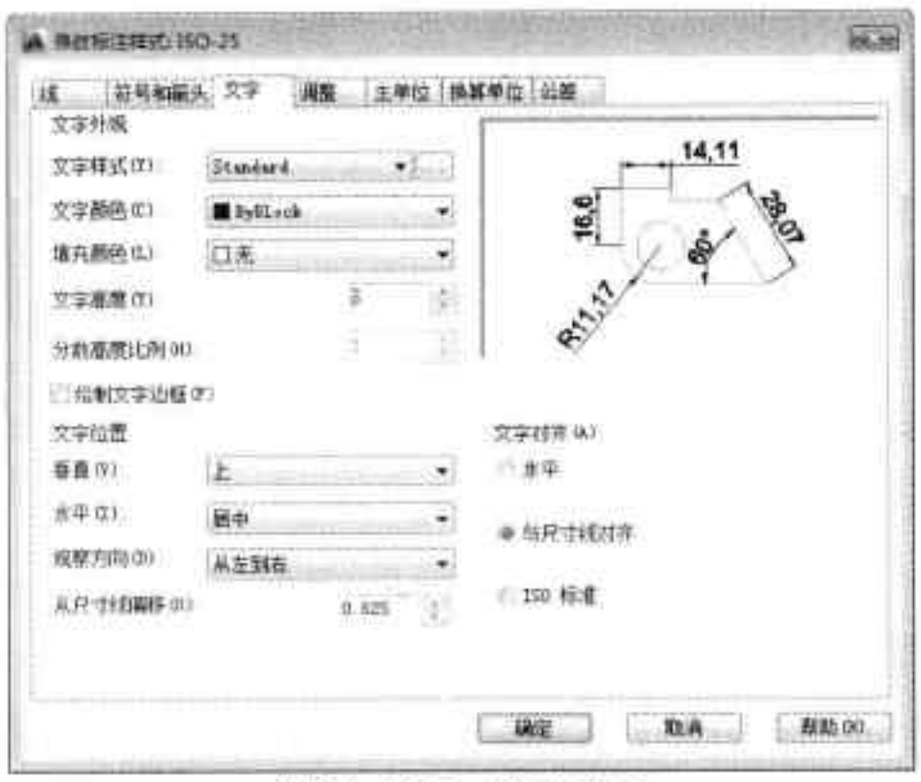

图21-108 设置文字
Step 03 在“文字”选项卡中，将字高设为 5，单击“确定”按钮，如图 21-108 所示。